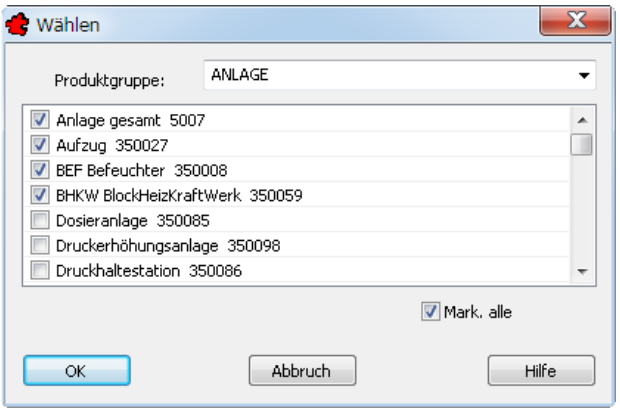

Bild 32.58 – Auswahl der zu aktualisierenden Referenzobjekte
- Hierauf erscheint eine Dialogbox, in der Sie in der großen Liste die Referenzobjekte nach der Vorgabe der *Produktgruppe* auswählen können (Abb. 32.58). Bestätigen Sie auch hier.